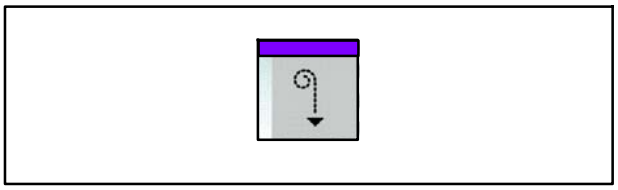

Fig. 174 Touche Fermer la porte roulante
24. Appuyer simultanément sur les deux touches Fermer la porte roulante (Fig. 174) (commande bimanuelle) jusqu'à ce que la porte roulante soit fermée